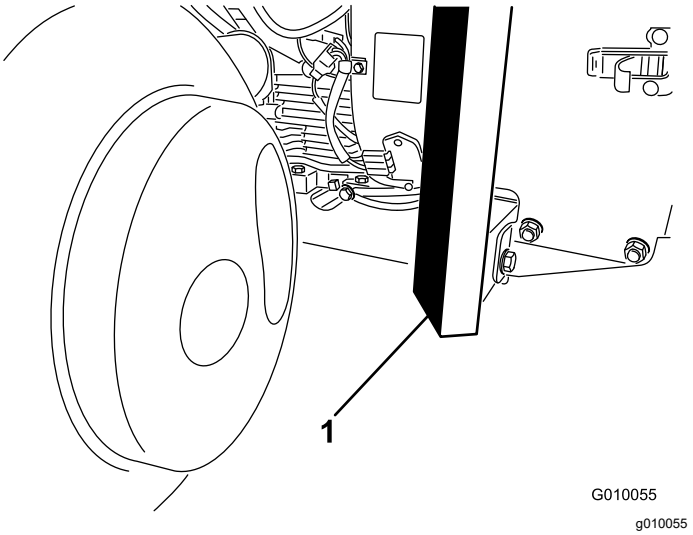

Rysunek 37
3. Ustaw dźwignik bezpiecznie pod przodem ramy (Rysunek 37).